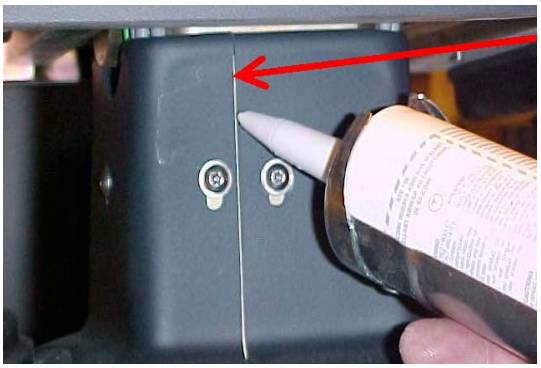

Figura 7-8. Sellar a lo largo de ambas uniones de las cubiertas plásticas superiores de las columnas
7. Selle a lo largo de ambas costuras de las cubiertas plásticas superiores de las columnas como se muestra en *Figura 7-8*.